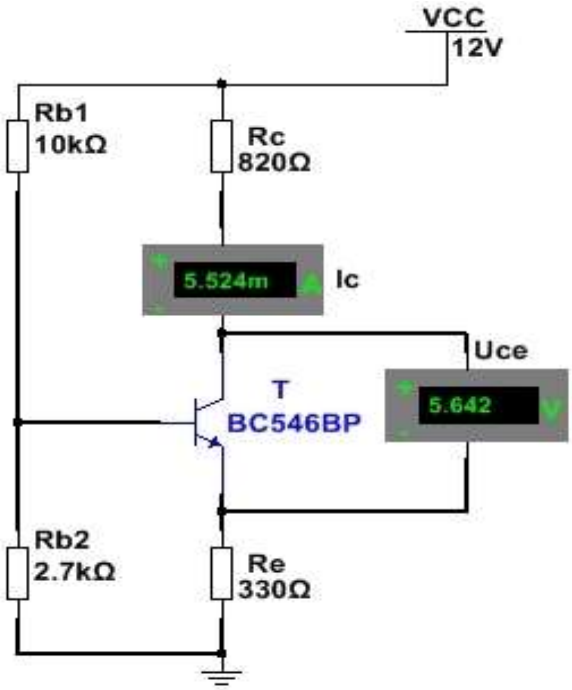

Figura 5.34 Polarizarea tranzistorului bipolar cu divizor rezistiv
1. Se realizează cu simulatorul schema electronică din figura 5.34;
2. Se realizează practic, pe placa de lucru, montajul din figura 5.34;